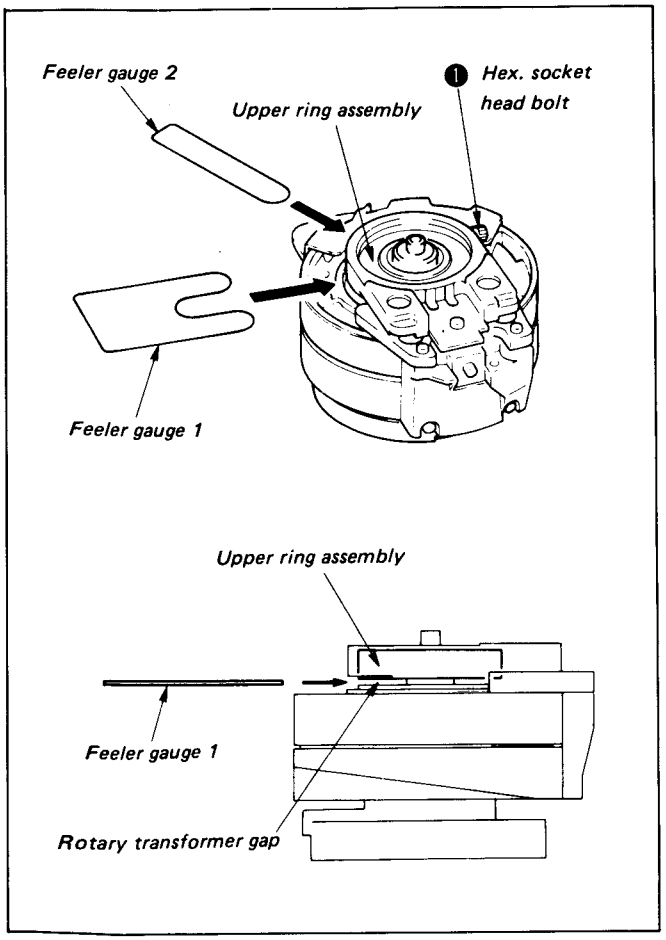

Fig. 3-7 Adjusting AFM rotary transformer gap
9) Check the AFM rotary transformer gap with the feeler gauges (See Fig. 3-7). Feeler 1 must go in and feeler 2 must not go in. If the gap is incorrect, readjust the gap. (Refer to Paragraph 3-2-3).
3-2-3. Adjusting AFM Rotary Transformer Gap (See Fig. 3-7)